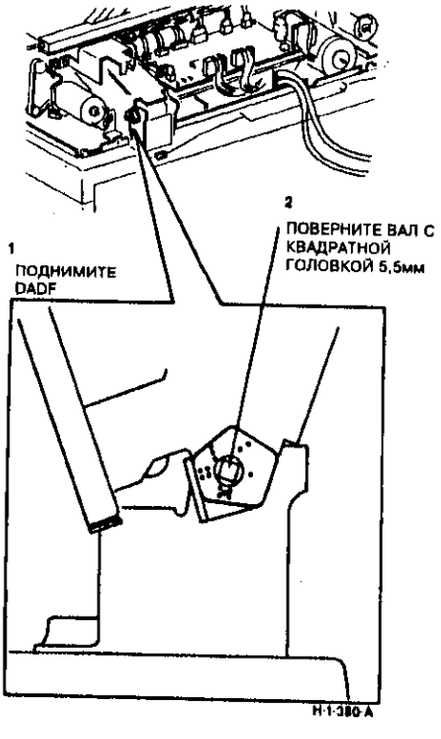

Рисунок 2. Регулировка высоты DADF.
3. (Рисунок 2) Отрегулируйте соответствующий(е) противовес(ы). Например, если не в норме правый размер, отрегулируйте правый противовес. Соблюдайте следующие требования: